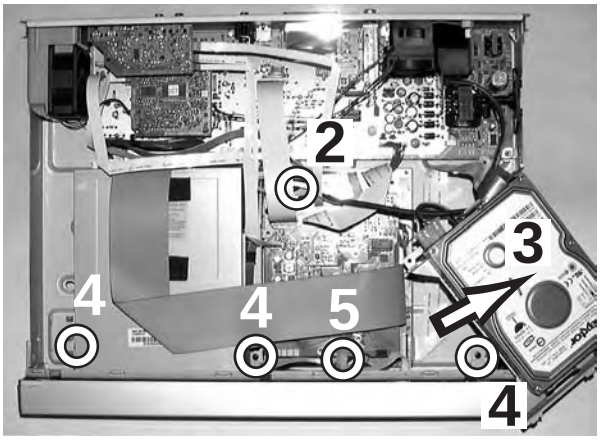
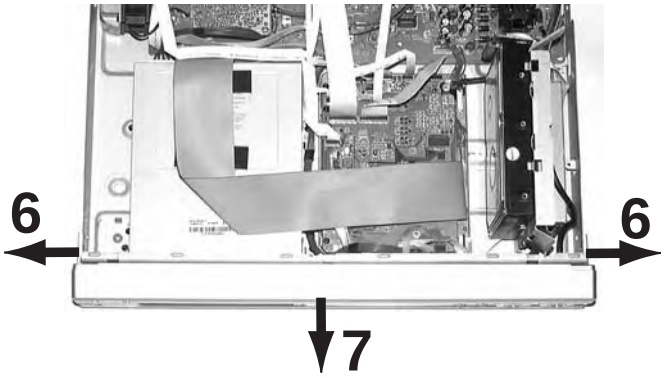

Figure 4-5
Figure 4-6
- The black i-Link cable could be unplugged temporarily (2), see figure 4-5
- Remove the Hard Disc module as described in previous chapter and put it to the side (3)
- Remove the three screws (4) fixing the front panel
- Release the cables from the clamps (5)
- Release the two snap hooks at the sides (6) and remove the front (7), see figure 4-6